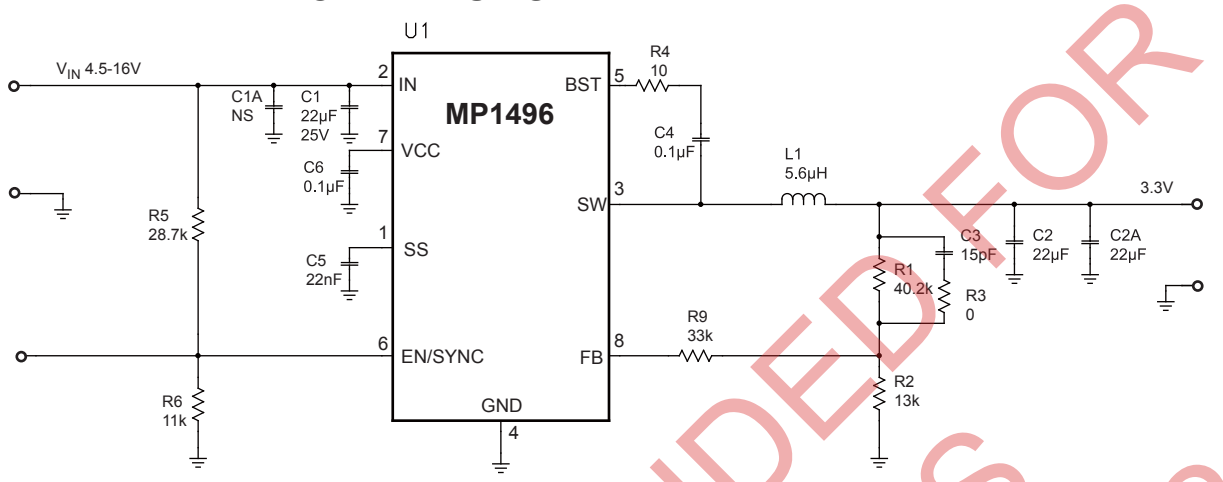

Figure 6: $12V_{IN}$, 3.3V/2A
8) The recommended layout is based on the Figure 6 Typical Application circuit on the last page.